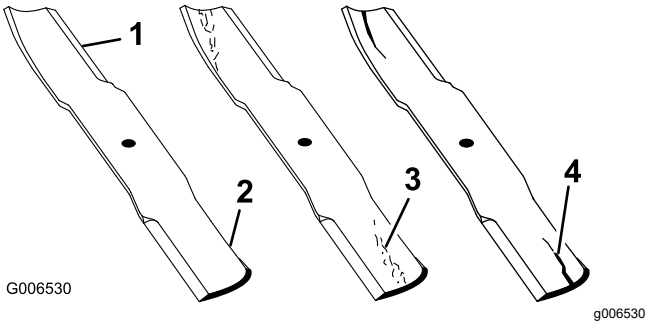

Figuur 59
1. Controleer de snijranden (Figuur 59).
4. Als u scheuren, slijtage of groefvorming in dit deel constateert, moet u direct een nieuw mes monteren (Figuur 59).